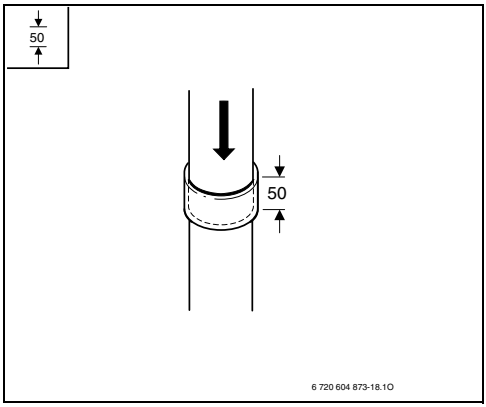

Рис. 30
►Установите дымовой комплект полностью на место (в данном случае глубина установки 50 мм) (Рис. 30).